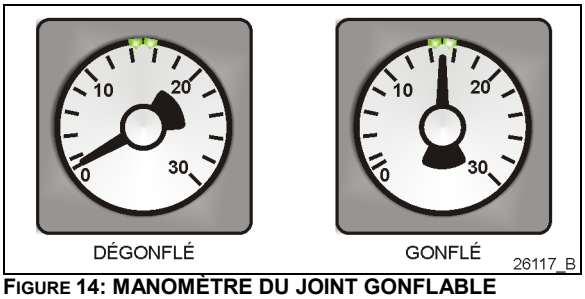

FIGURE 14: MANOMÈTRE DU JOINT GONFLABLE
4. Finalement, le joint gonflable peut être regonflé en tournant la poignée de la soupape dans le sens antihoraire. Vérifier le manomètre du régulateur de pression du joint gonflable pour voir si la pression augmente jusqu'à environ 15 psi. (Figure 14). L'aiguille du manomètre doit être placée entre les deux petits repères verts du cadran.
7. Finalement, le joint gonflable peut être regonflé en tournant la poignée de la soupape dans le sens antihoraire. Vérifier le manomètre du régulateur de pression du joint gonflable pour voir si la pression augmente jusqu'à 15 psi (Figure 14).